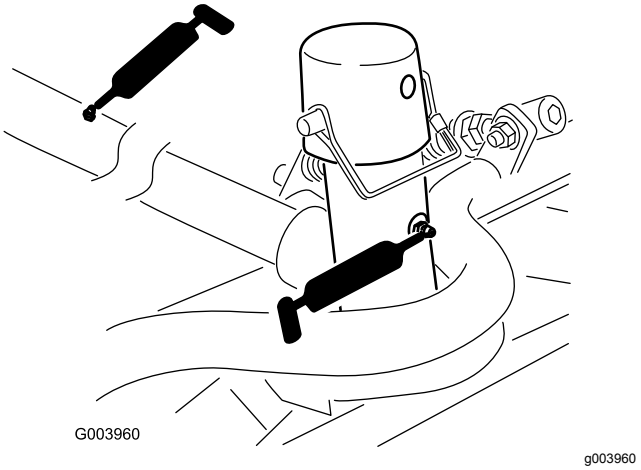

Figur 66
- Klippeenhedernes bæreramme og drejetap (2 hver) (Figur 66)